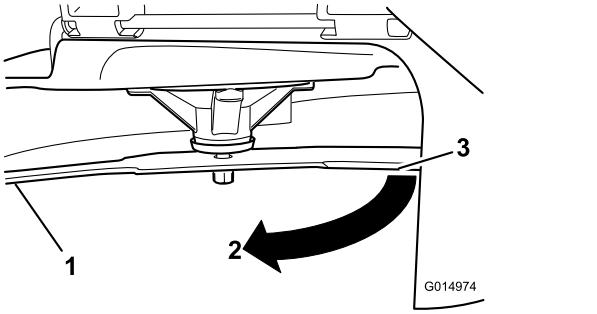

Figuur 61
3. Gemeten afstand tussen mes en de ondergrond (A)
4. Draai hetzelfde mes 180 graden, zodat de maairand aan de andere kant nu in dezelfde stand staat (Figuur 61).